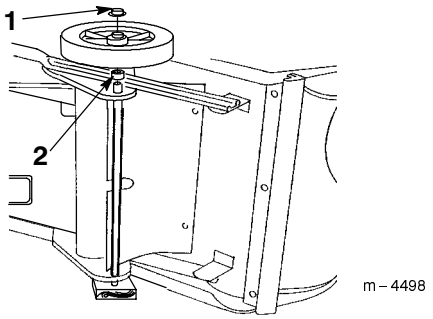

**Figur 2**
1. Ställ snöslungan på dess vänsterkant och placera en träkloss under vänster axelände (figur 2).
2. Trä på den **korta** distansbrickan och ett hjul på höger axelände (figur 2).
3. Trä på en kapselmutter på axeländen (figur 2).